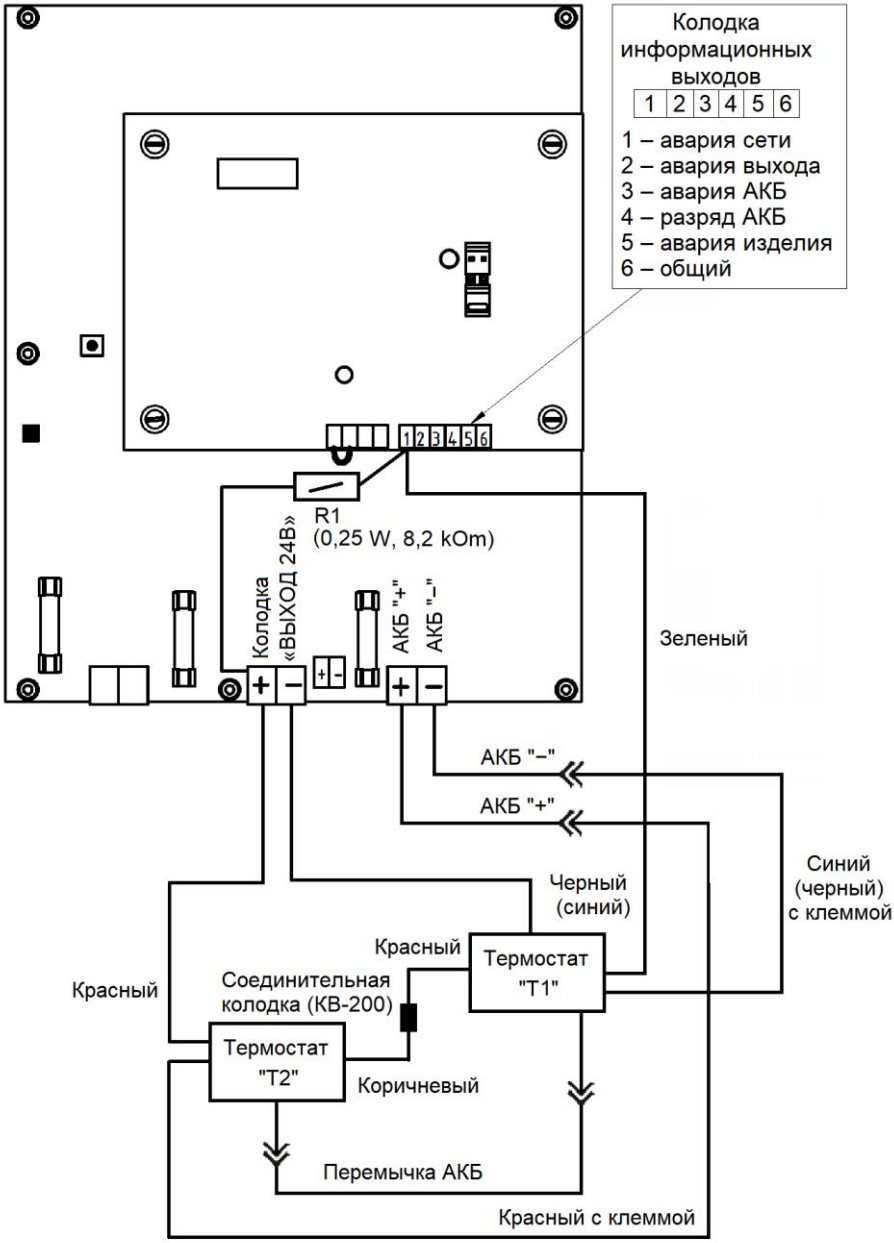

Рисунок 9 – Схема подключения аккумуляторных термостатов (изготовитель - «БАСТИОН»)
- при необходимости подключить устройство обогрева АКБ к соответствующим контактам колодок, соблюдая полярность (см. рисунок 9). Внимательно изучите руководство по эксплуатации устройства термостата.
⚠	**ВНИМАНИЕ!** **Для корректной работы устройства обогрева, необходимо подключить к соответствующим клеммам платы инвертора резистор R1 (0,25 W, 8,2 kOm) (входит в комплект поставки) (см. рисунок 9).**